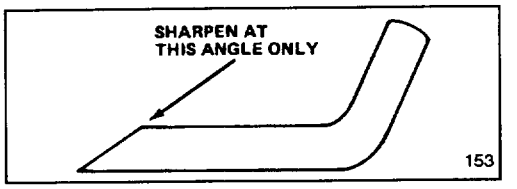

Figure 28
6. SHARPENING BLADE—Using a file, sharpen top side of blade and maintain original cutting angle (Fig. 28). The blade will remain balanced if same amount of material is removed from both cutting edges.